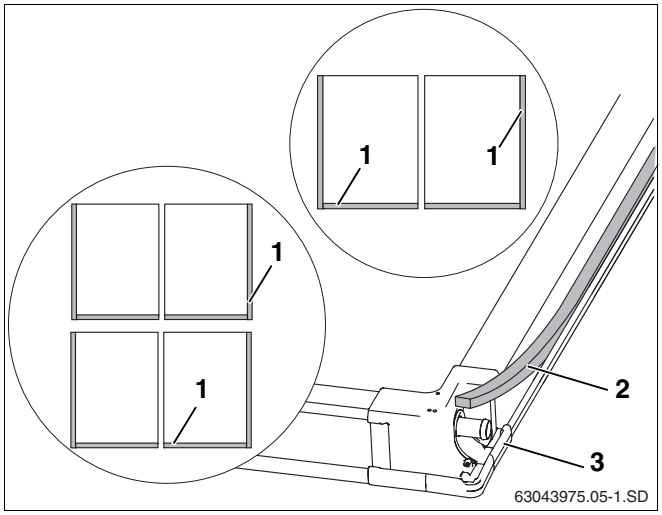

Abb. 23 Rückseite des Kollektors
Die Verbindungen der seitlichen und unteren Abdeckbleche zu den Kollektoren (Abb. 23, **Pos. 1**) müssen mit dem Dichtband abgedichtet werden.
- Dichtband (Abb. 23, **Pos. 2**) mit der klebenden Seite voran in die Griffmulde der Außenseiten der äußeren Kollektoren und an jedem Kollektor unten (Abb. 23, **Pos. 1**) inkl. der Eckverbinder einlegen (Abb. 23, **Pos. 3**).